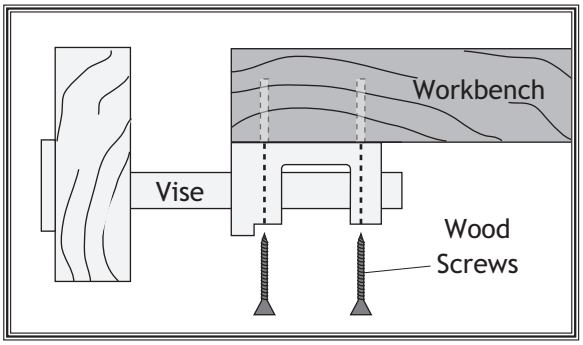

Figure 3. Mounting diagram.
3. Use a ⅛" drill bit to drill pilot holes approximately 1" deep in underside of workbench (see **Figure 3**).
4. Attach vise assembly to workbench using (4) #10 x 1" wood screws through underside of workbench, as shown in **Figure 3**.